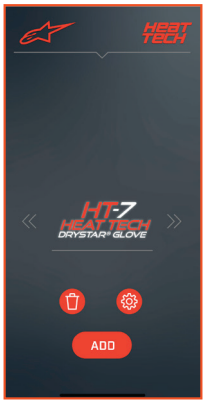

BILD 3
g. Sobald die Verbindung hergestellt ist, klicken Sie auf das Werkzeugsymbol, um den Zugriff auf den Systemverwaltungsbildschirm der Alpinestars Heat Tech App zu ermöglichen. Wenn Sie auf das Mülleimer-Symbol klicken, können Sie Ihr Element löschen und die Verbindung zur App trennen (siehe App Bild 3).